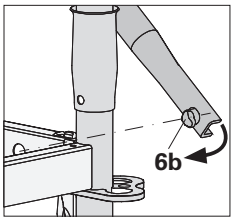

Fig. A1.04c
2. Install horizontal ledger (3).
4. Install one ledger brace (6) externally from the bottom left to top right.
– Insert finger (6b) into the hole of the bottom horizontal ledger at an angle. (Fig. A1.04c + A1.04d)